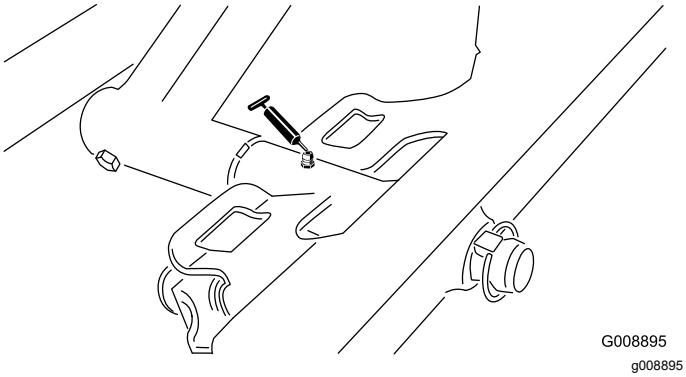

**Figur 57**
- Främre klippenhetstapp (Figur 57)